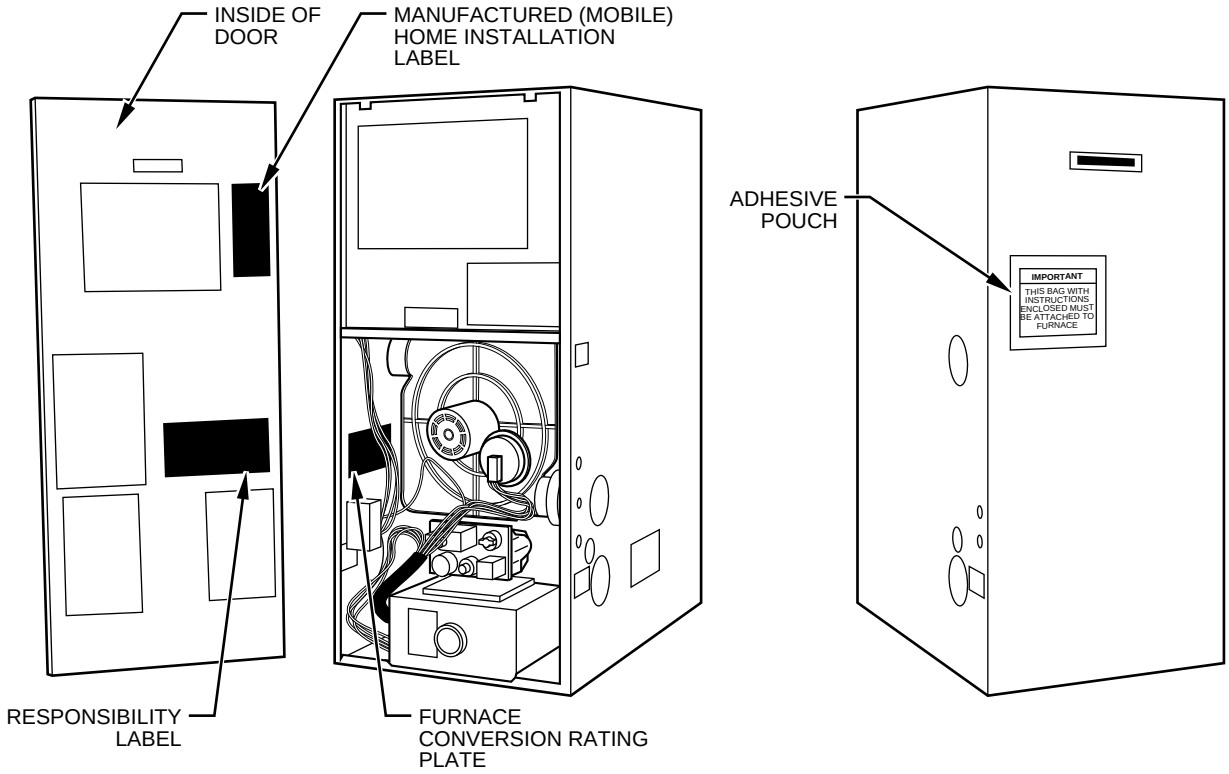

**Fig. 4—Furnace Component and Conversion Label Location in Downflow Orientation**
**NOTE:** See Fig. 4 for label location.
1. Attach Conversion Responsibility Label (322264-101) inside of main furnace door. Date, name, and address of organization making this conversion are required. (See Fig. 4.)
2. Attach Conversion Rating Plate Label (322263-101) inside of lower left-hand side of controls compartment (downflow) as shown in Fig. 4.
3. Attach Manufactured (Mobile) Home Installation Label (322236-101) inside of main furnace door. (See Fig. 4.)
4. Attach adhesive pouch containing gas orifices and Installation Instructions to front of main furnace door. (See Fig. 4.) Pouch must not cover or block vents on door.
**NOTE:** See Fig. 4 for component location.